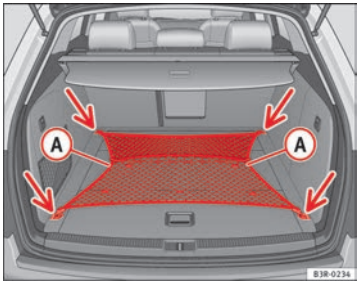

Fig. 116 Stretched luggage net
– Secure the luggage net to the four fastening rings -arrows- ⇒ Fig. 116.